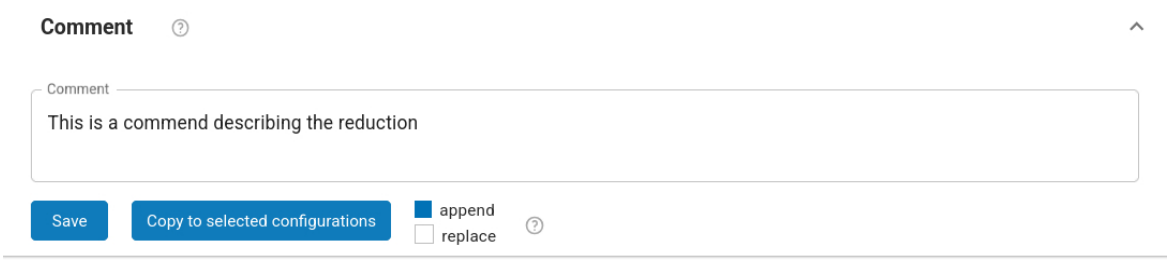

Figure 19: The third part of the Reduction Configuration Editor, that allows to specify a comment to the selected configurations.
- **Comment.** It allows to specify a comment to describe the configuration. It is possible to append or replace a comment (Figure 19). Comments can be changed on all configurations. It is possible to save the comment for the current configuration only, or for all the selected configurations.